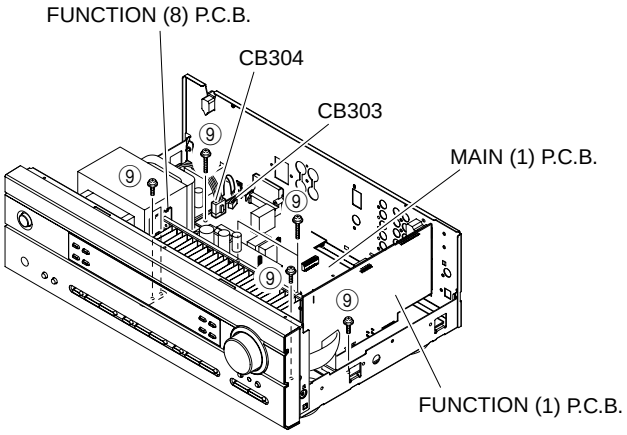

Fig. 5
5. Removal of MAIN (1), FUNCTION (1) and FUNCTION (8) P.C.B.s
a. Remove CB303 and CB304. (Fig. 5)
c. Remove 7 screws (⑨). (Fig. 5)
d. Remove MAIN (1), FUNCTION (1) and FUNCTION (8) P.C.B.s.. (Fig. 5)
a. CB303、CB304を外します。（Fig. 5）
c. ⑨のネジ7本を外します。（Fig. 5）
d. MAIN（1）、FUNCTION（1）、FUNCTION（8）P.C.B.を取り外します。（Fig. 5）